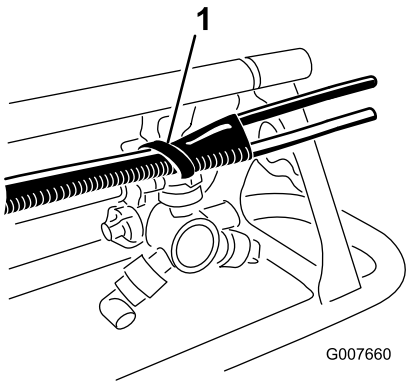

Figur 8
B. Passa in slangänden efter den övre stödstångens ände. Använd spännband i plast för att fästa skumslangen vid staget med hjälp av hålen i staget (Figur 8).